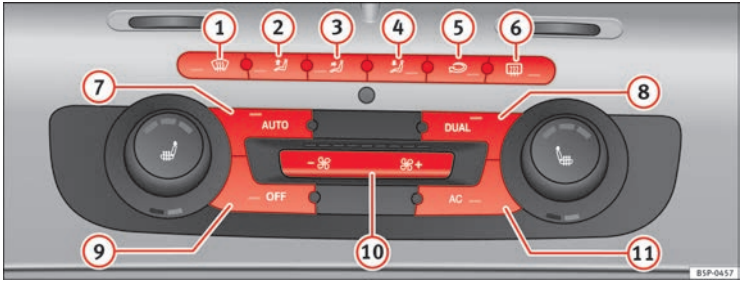

Fig. 132 On the dash panel: 2C Climatronic controls.
– To enter manual mode, press one of the buttons ⇒ fig. 132 (1) to (5) or press the air flow control (10). The selected function is shown on the radio or navigator display.
– Press the button ⇒ fig. 132 (2) to switch air recirculation mode on or off. It is switched on if the following symbol appears in the display.